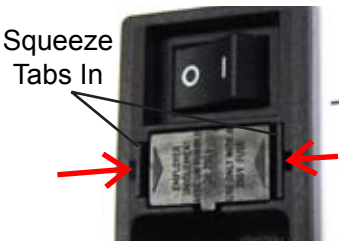

Figure CM-01, Fuse Holder
1. Squeeze in the tabs on the Fuse Holder and pull the Fuse Holder out. Refer to Figures CM-01 and CM-02.